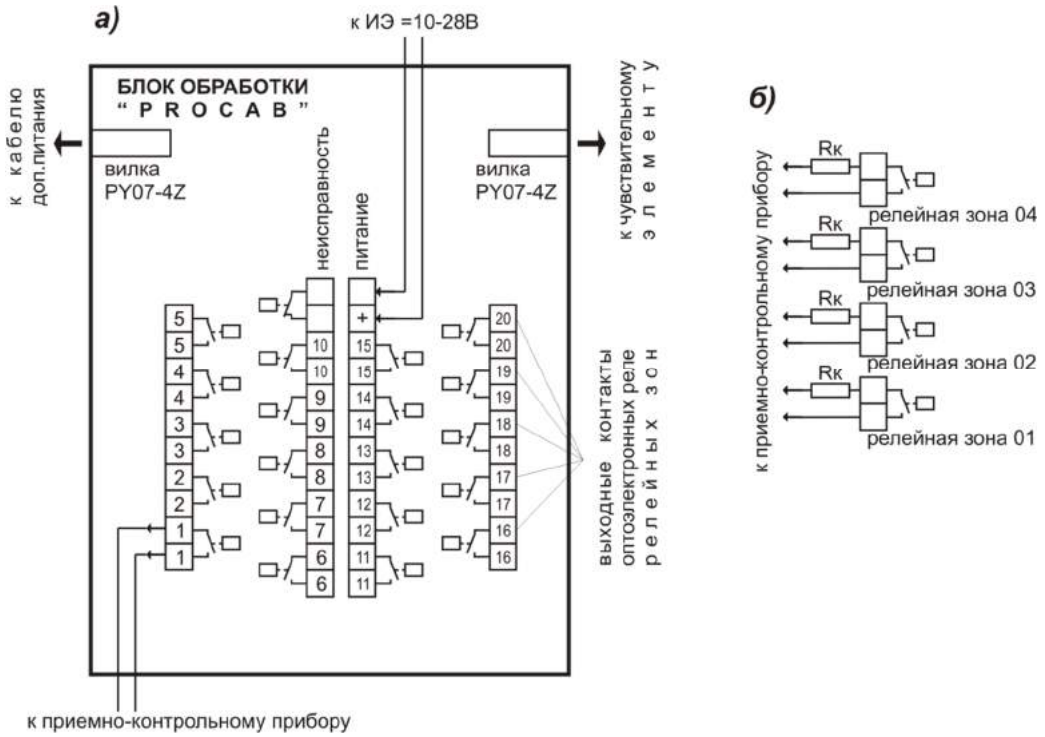

Рис.13. Внешние соединения блока обработки извещателя.
4.4. Внешние электрические соединения подключаются в соответствии с рис.13 и Руководством по эксплуатации используемого приёмно-контрольного прибора.